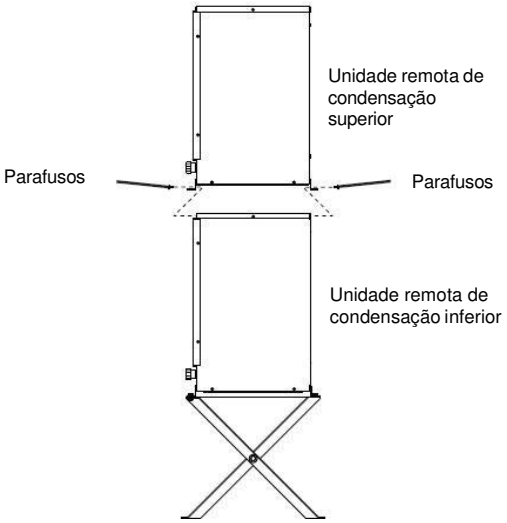

Fig. 16
2) Coloque a unidade remota de condensação superior no topo da unidade remota de condensação inferior. Ver Fig. 16.